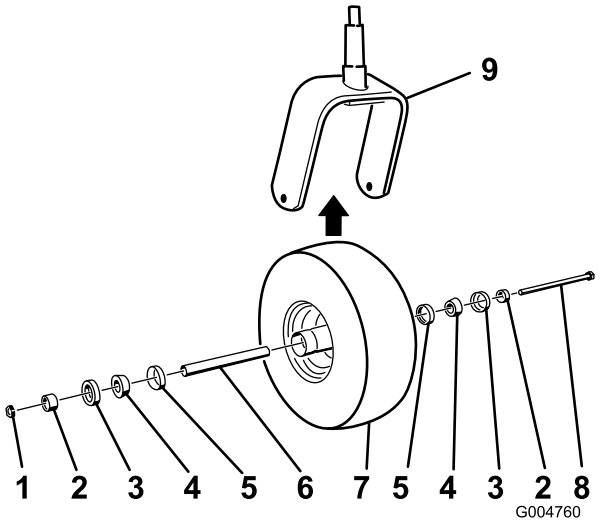

Figur 48
2. Fjern låsemutteren fra bolten som holder fast styrehjulet til styregaffel (Figur 48).
5. Sett på plass styrehjulet ved å skyve konuslagrene og pakningene, fylt med smøringsfett, inn i hjulnavet, plassert som vist i Figur 48.